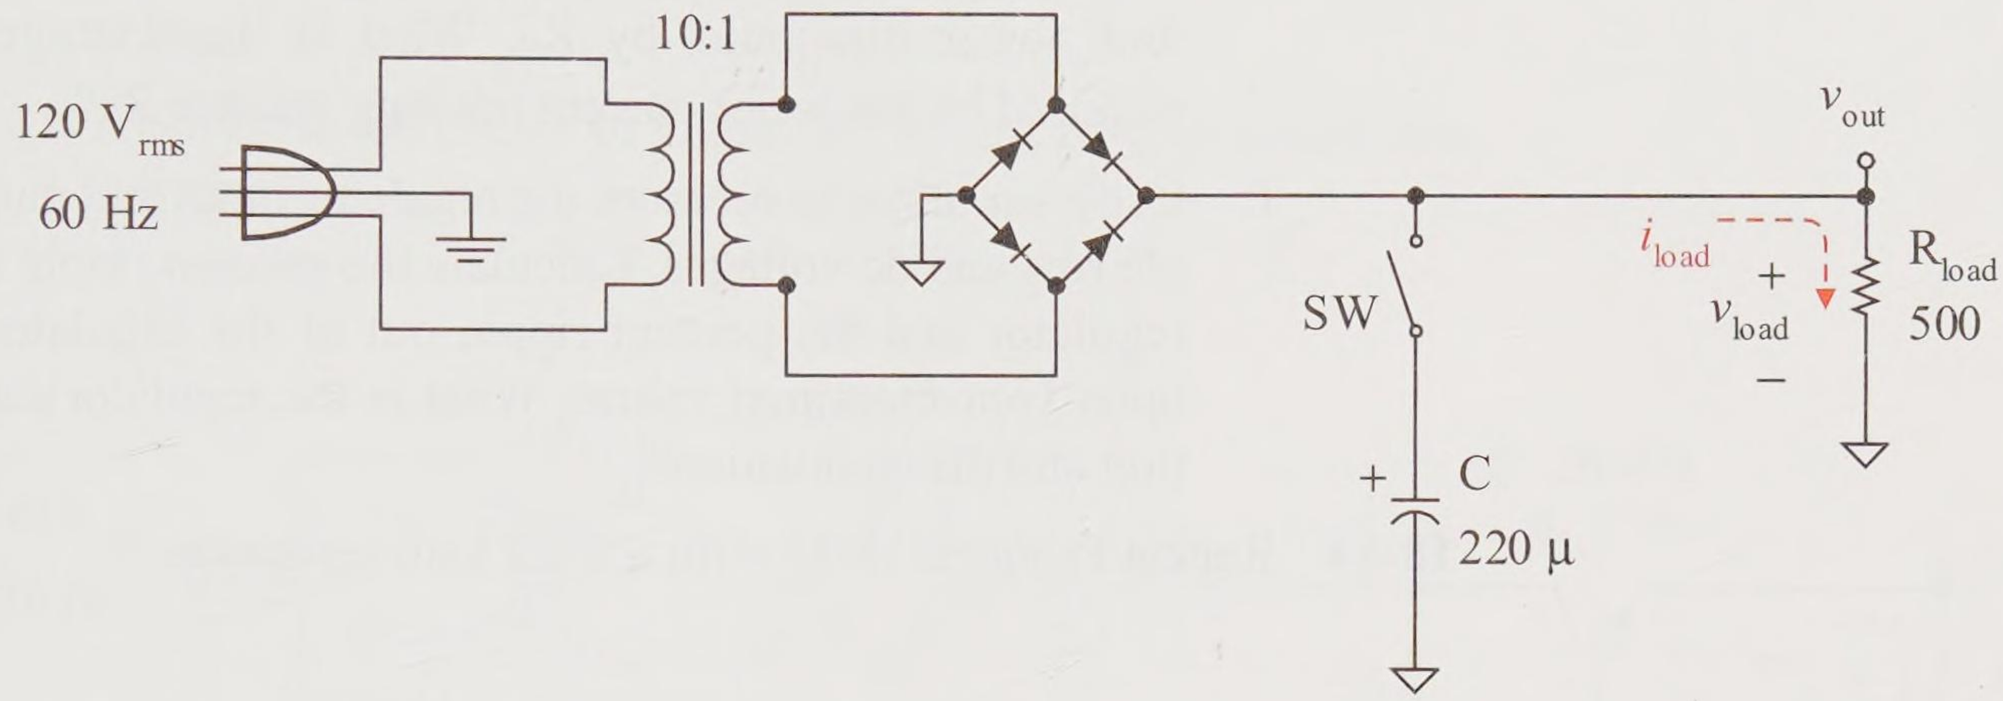
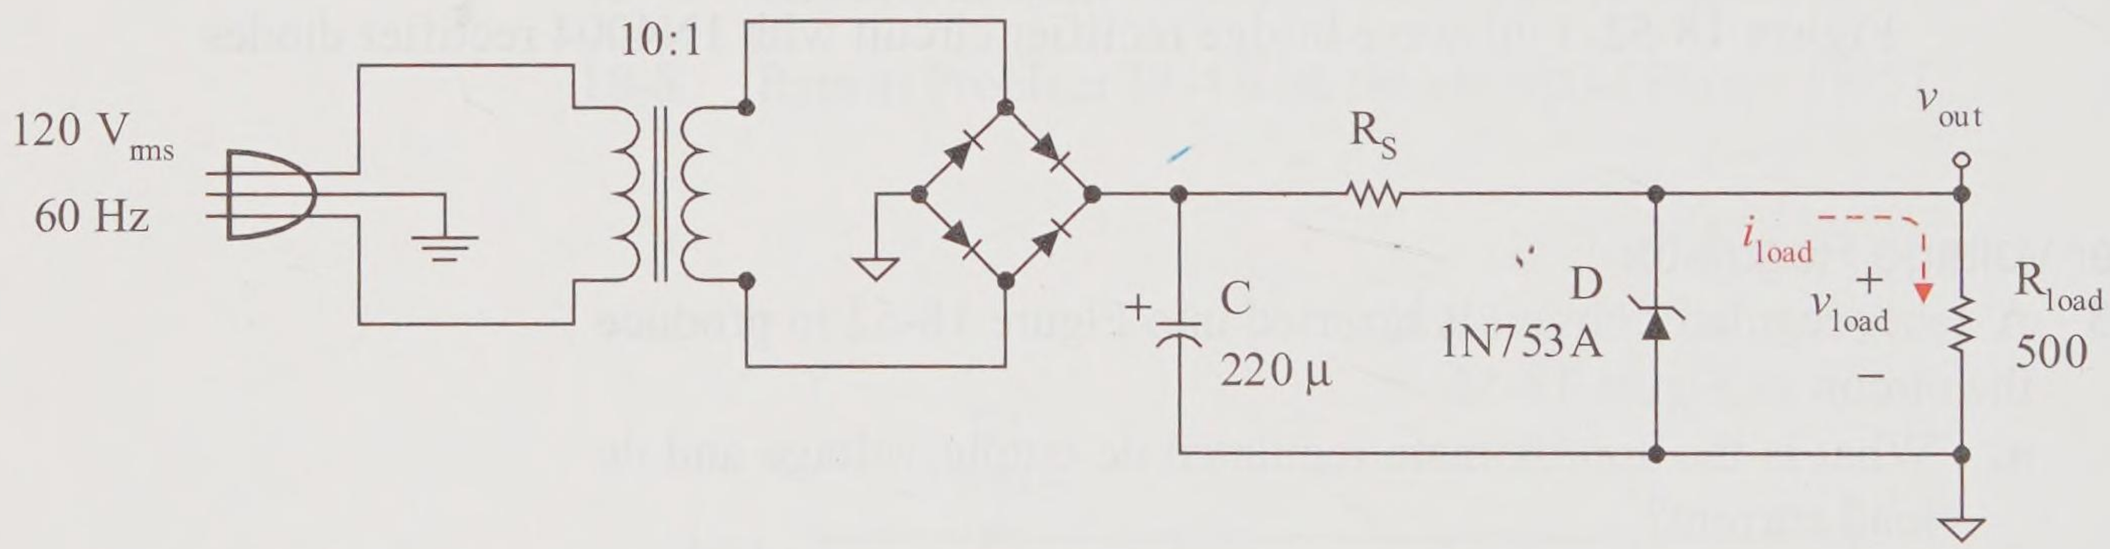
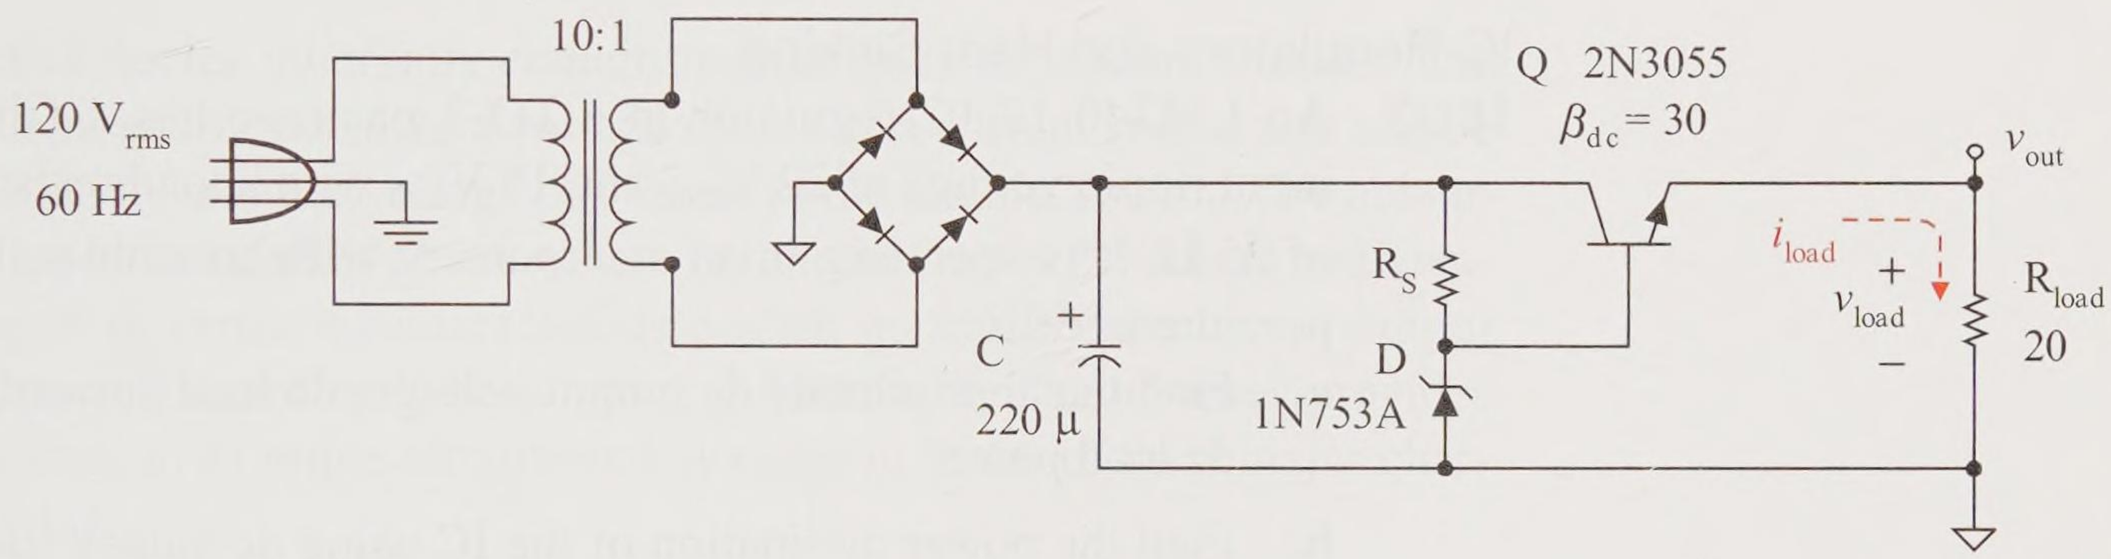

Figure 18-52 Full-wave bridge rectifier circuit with 1N4004 rectifier diodes
Figure 18-53 Zener regulated full-wave filtered rectifier
Figure 18-54 Pass transistor regulated output
18-9 Repeat Problem 18-1 with the circuit of Figure 18-52.
18-10 Repeat Problem 18-2 with the circuit of Figure 18-52.
18-11 Repeat Problem 18-3 with the circuit of Figure 18-52.
18-12 Repeat Problem 18-4 with the circuit of Figure 18-52.
18-13 A zener regulator circuit is inserted into Figure 18-52 to produce the circuit of Figure 18-53.
18-15 A pass transistor is inserted into the circuit of Figure 18-53 to produce a higher load current for a lower load resistance as shown in the circuit of Figure 18-54. Use the same R_S value as the preceding problem. Assume that the BJT base-emitter drop is 0.8 V_{dc}.
e. Simulate the circuit of Figure 18-54 and verify your calculations.